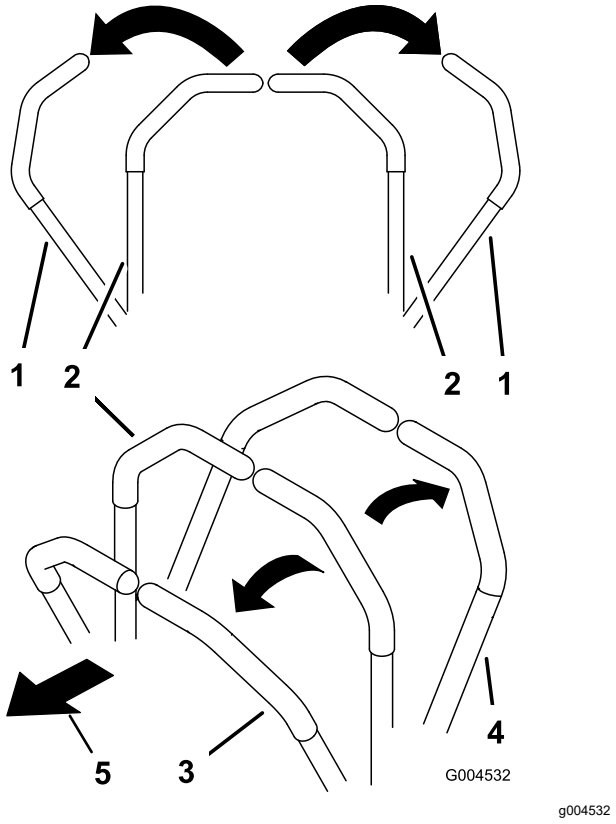

Figuur 24
- Om vooruit te rijden, duwt u de rijhendels langzaam naar voren (Figuur 24).
- Om achteruit te rijden, trekt u de rijhendels langzaam naar achteren (Figuur 24).
- Als u een bocht wilt maken, vermindert u vaart door beide hendels naar achteren te trekken en duwt u vervolgens de hendel aan de kant tegengesteld aan de richting die u wilt inslaan, naar voren (Figuur 24).